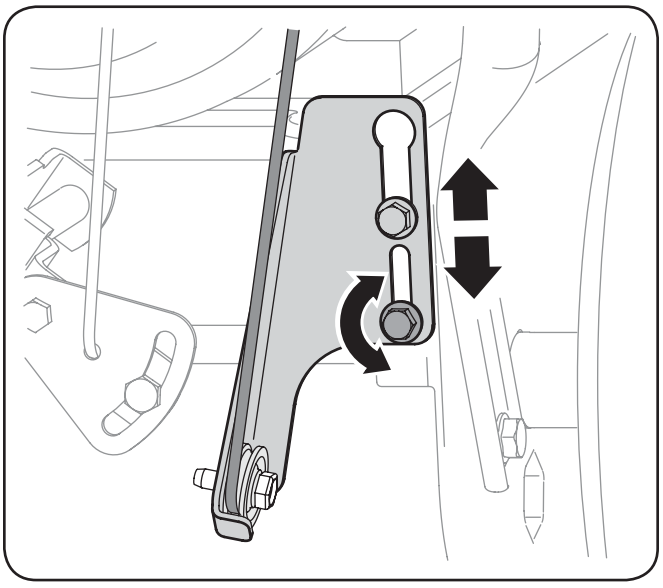

Fig. 6-5
1. Desserrez le vis à six pans inférieur sur le support du câble de la transmission. Voir la Fig. 6-5.